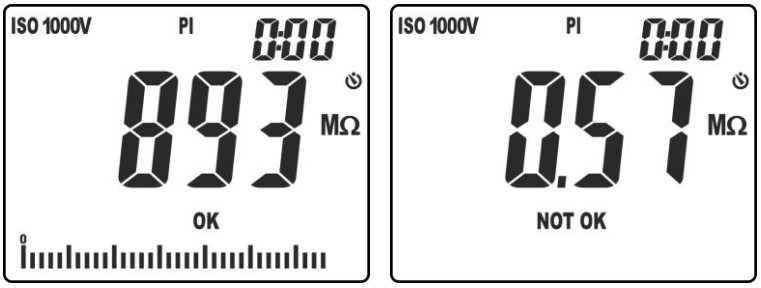

Fig. 23: Resultados da medição de isolamento no modo PI
9. No ecrã da Fig. 23 – parte esquerda é apresentado o valor da resistência de isolamento no final da medição com resultado positivo “OK” (valor superior ao patamar configurado). No ecrã da Fig. 23 – parte direita aparece o valor da resistência de isolamento no final da medição com resultado negativo “NOT OK” (valor inferior ao patamar configurado)